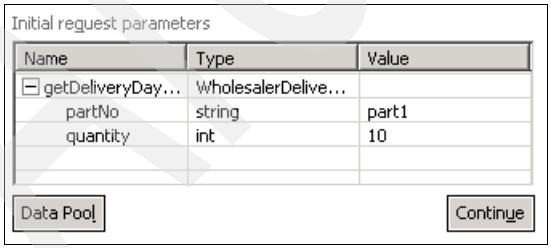

Figure A-78 Setting the input values
5. Click the **Events** tab again. In the Initial requests parameters table, set partNo to `part1` and set quantity to `10` (Figure A-78). Click **Continue** to start the test.